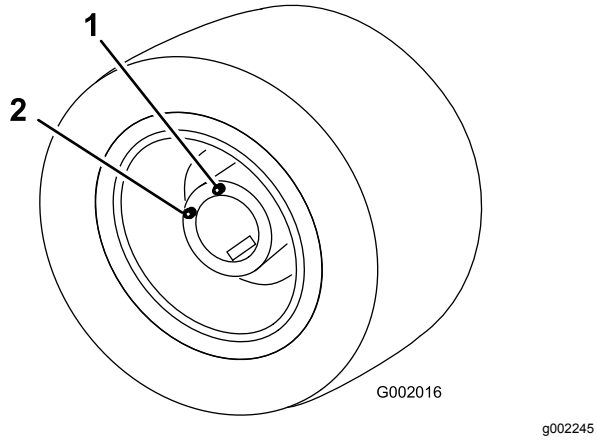

Figuur 82
5. Beweeg de machine langzaam totdat het wiel in de stand staat waarin het met olie kan worden gevuld (Figuur 82).